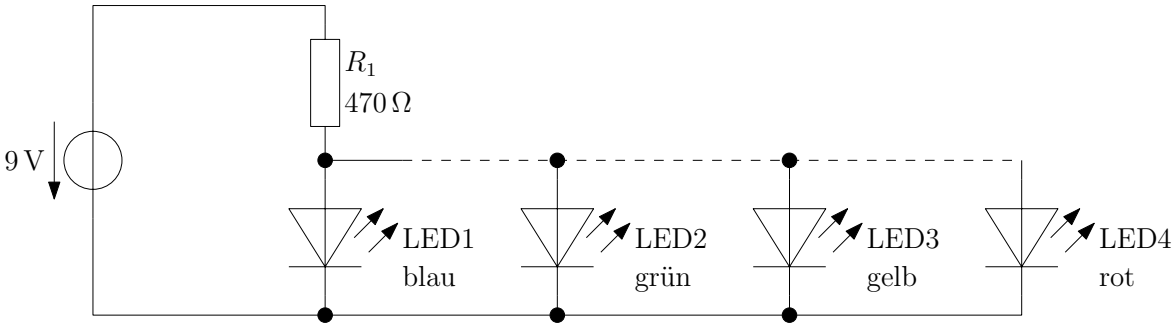

Abbildung 2.10: Experiment – Parallelschaltung von LEDs
**Versuchsaufbau und -durchführung** Bauen Sie die Schaltung nach Abb. 2.10 so auf dem Steckbrett auf, dass Sie zunächst alle LEDs anschließen. Achten Sie auf die richtigen Farben! Entfernen Sie nun im laufenden Betrieb nacheinander die LEDs „rot“, „gelb“ und „grün“.